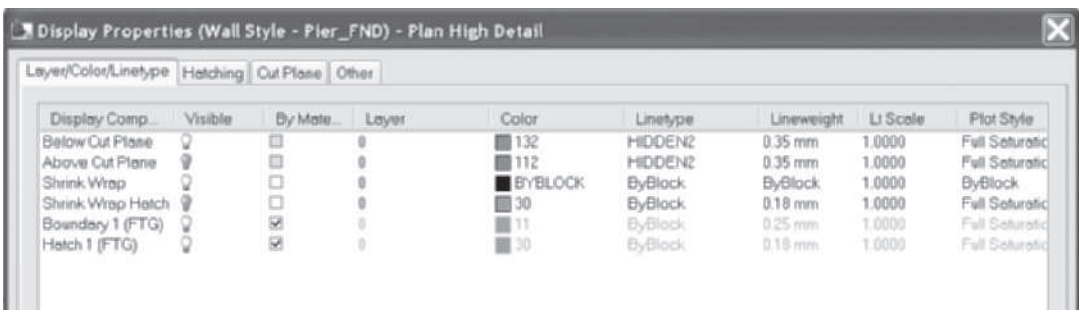

FIGURE 3.101 *Display Properties dialog box for Pier_FND wall style*
22. Select the **Display Properties** tab and check the **Style Override** checkbox for the current display representation (Plan High Detail). Select the **Layer/Color/Linetype** tab and edit as follows. Edit **Below Cut Plane**, click in the **Linetype** column, and select **Hidden2** from the **Select Linetype** dialog box. Click **OK** to dismiss the **Select Linetype** dialog box. Verify settings in the **Display Properties** dialog box as shown in Figure 3.101. Select the Cut Plane tab and check Automatically Choose Above and Below Cut Plane Heights checkbox.